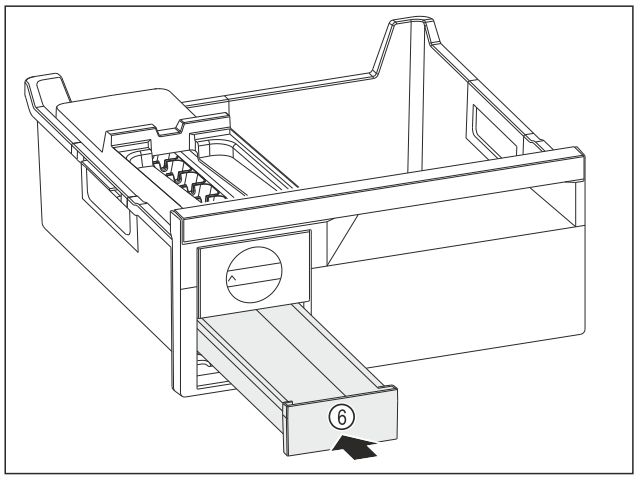

Fig. 110
▶ Insert the ice cube drawer *Fig. 110 (6)*.